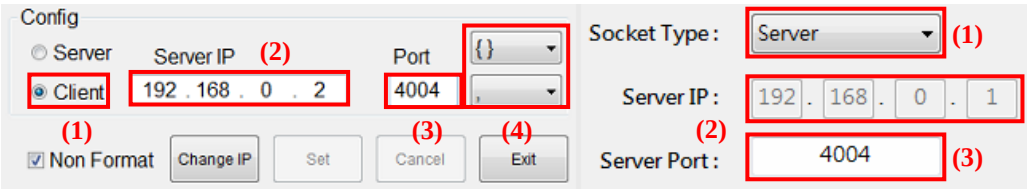

Figure 10-3 Sample selection communication port setting interface (left: robot arm, right: vision system)
(1). As shown in Figure 10-3, the robot communication type (left side) is set to "Client", and the sample selection communication type (right side) opened by the vision system is set to "Server".